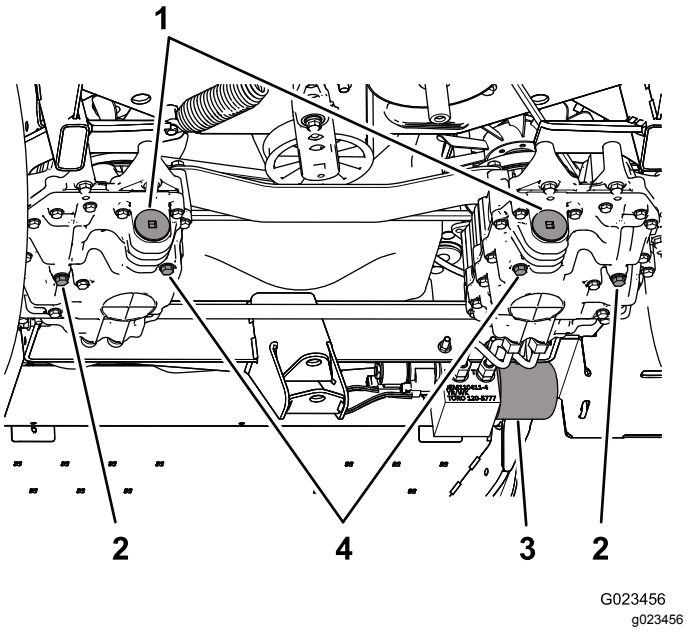

**Figur 69**
3. Fjern tappepluggen fra pumpen og tappepluggen fra giret (Figur 69).